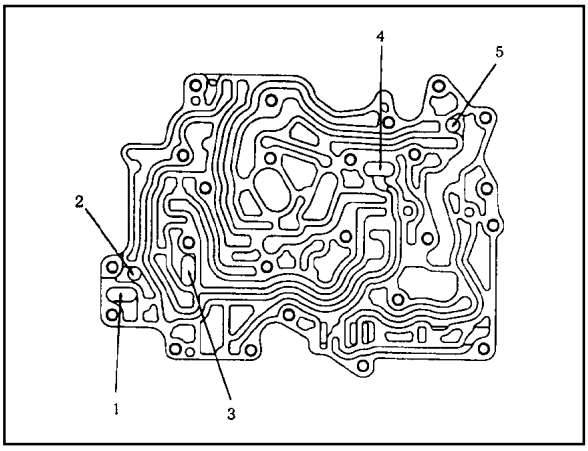

Figure8.48 - Upper Valve Body Showing Check Ball Locations
21. Position the five nylon ball checks in the upper valve body. Refer to figure 8.48.